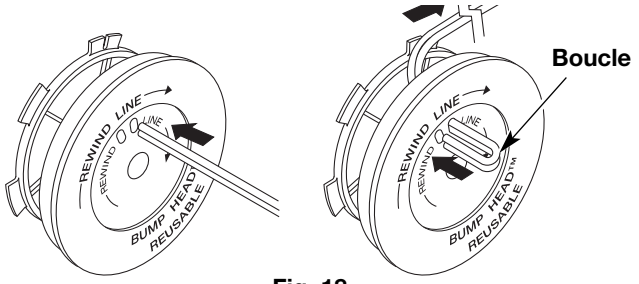

Fig. 18
8. Découpez environ 3 m (6 pi) de fil neuf. Insérez une extrémité de fil dans l'un des deux trous du moulinet intérieur (Fig. 18). Tirez le fil jusqu'à ne laisser que 10 cm (4 po) environ.
9. Insérez l'extrémité du fil dans le trou ouvert du moulinet et tirez sur le fil pour que la boucle soit le plus petit possible (Fig. 18).